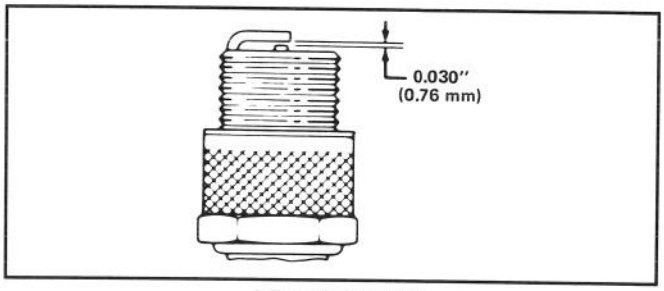

**Afbeelding 17**
**3.** Stel de elektrodenafstand af op 0,76 mm (Afb. 17). Installeer de juiste bougie en pakking en draai de bougie stevig vast tot 20 N·m.